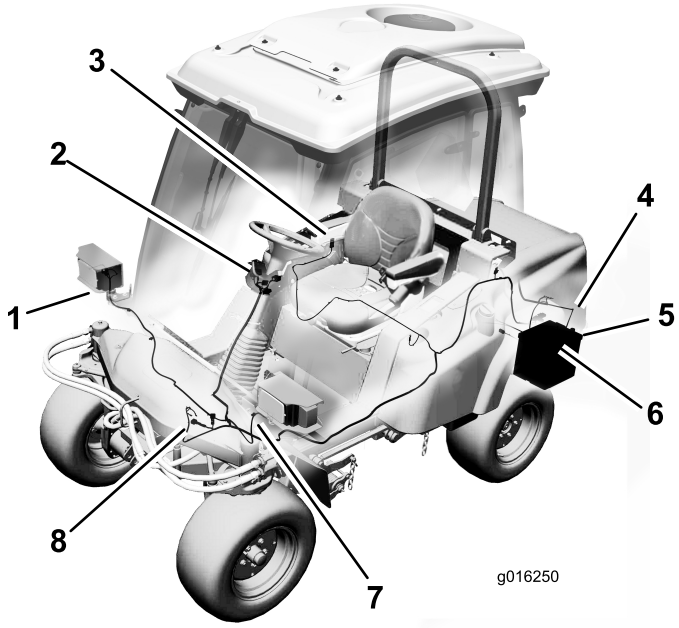

Figur 12
- Før ledningsnetstikkene til venstre og højre forlygte langs fronten af platformen til hver forlygte (Figur 12).
- Før ledningsnettet hen til hornet, og slut de to ledninger til fatningerne (Figur 12).
- Fjern de (2) skruer, der fastgør kontrolpanelet til tankdækslet.
- Hæv kontrolpanelet, og find ledningsnettets stik med angivelsen **Tilbehør** (Figur 12).
- Før ledningsnettets lille ringklemme til motorblokken, og tilslut den (Figur 12).
- Før ledningsnettets ringklemme hen til batteriets positive (+) pol, og tilslut den (Figur 12).
4. Baglygtetilslutning (2)
- Før ledningsnettet langs med det eksisterende ledningsnet og rammerøret hen til den venstre baglygtes ledningsnet (Figur 12). Sæt ledningsnettets stik i stikket til lygtens ledningsnet. Sæt ledningsnettet fast på det eksisterende ledningsnet og rammerør med kabelbånd.